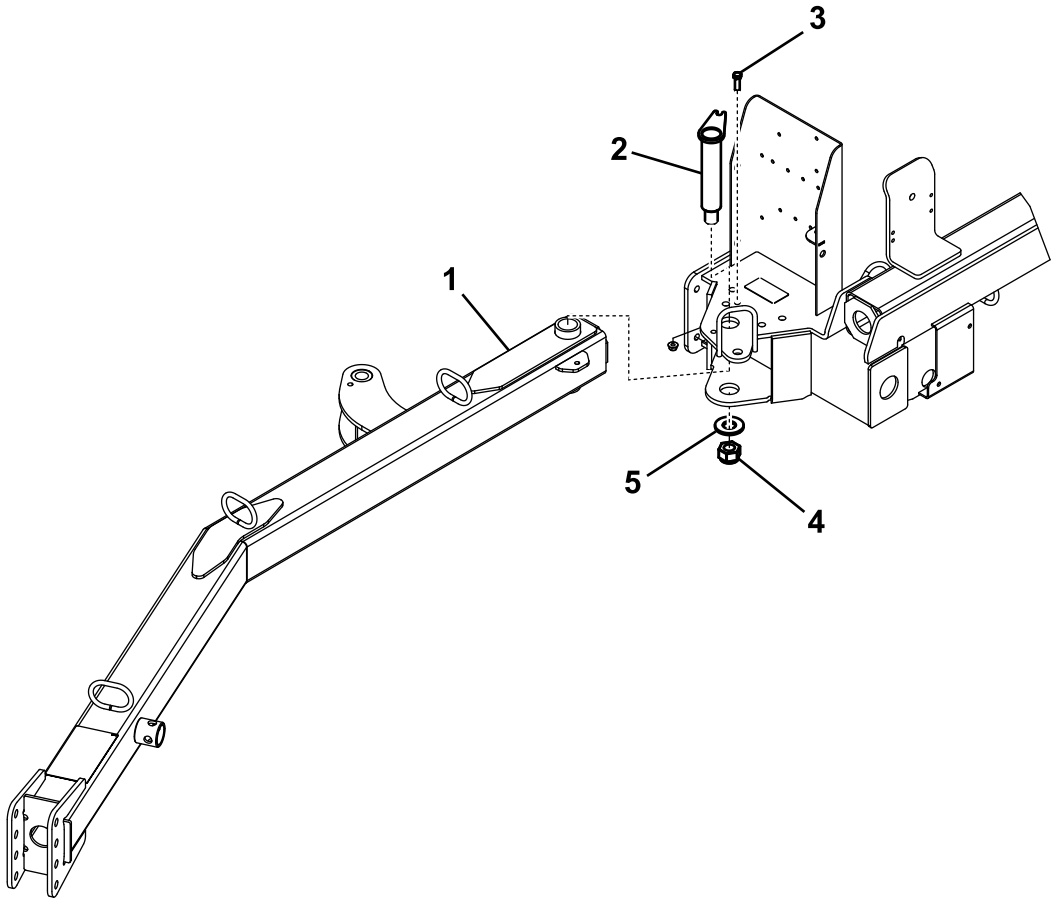

Figur 3
1. Før inn den bakre enden av koblingsarmen mellom monteringsplatene på maskinen mens du innretter monteringshullene (Figur 3).
2. Før koblingtappen gjennom monteringsplatene og koblingsarmen (Figur 3).
3. Fest hver koblingstapp til monteringsplaten med en bolt (3/8 x 1 1/4 tomme) og en låsemutter (3/8 tomme) som vist i Figur 3.
4. Fest bunnen av koblingstappen med en stor skive, stor mutter og setteskrue med firkantet hode (Figur 3).